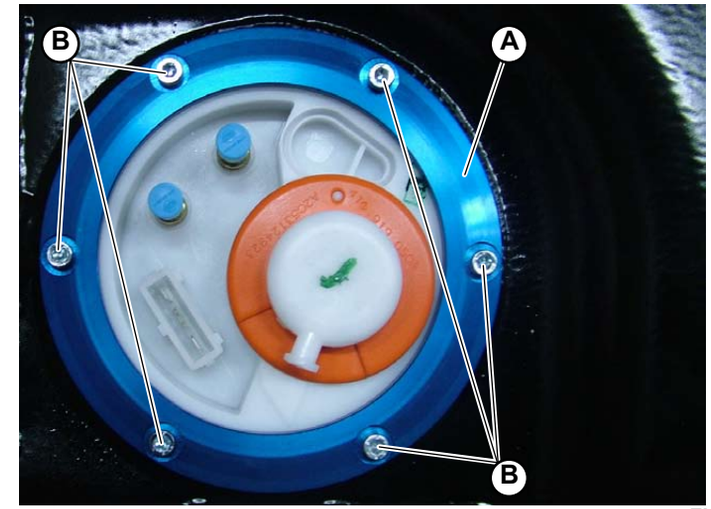

Fig.2
The fuel level indicator is assembled on the right fuel pump (bank 7-12)(A-Fig.2).
2. Insert the fuel pump/level indicator in the relative housing and tighten the 6 screws (**B-Fig.2**).